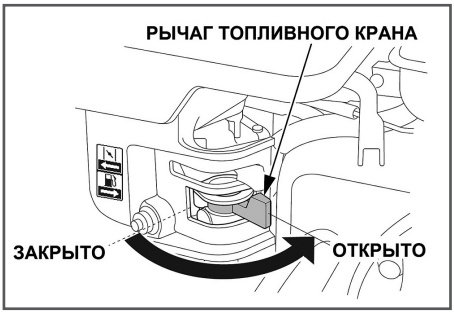

Рис. 8 Рычаг топливного крана
3. Откройте топливный кран перемещением рычага вправо (Рис. 8).